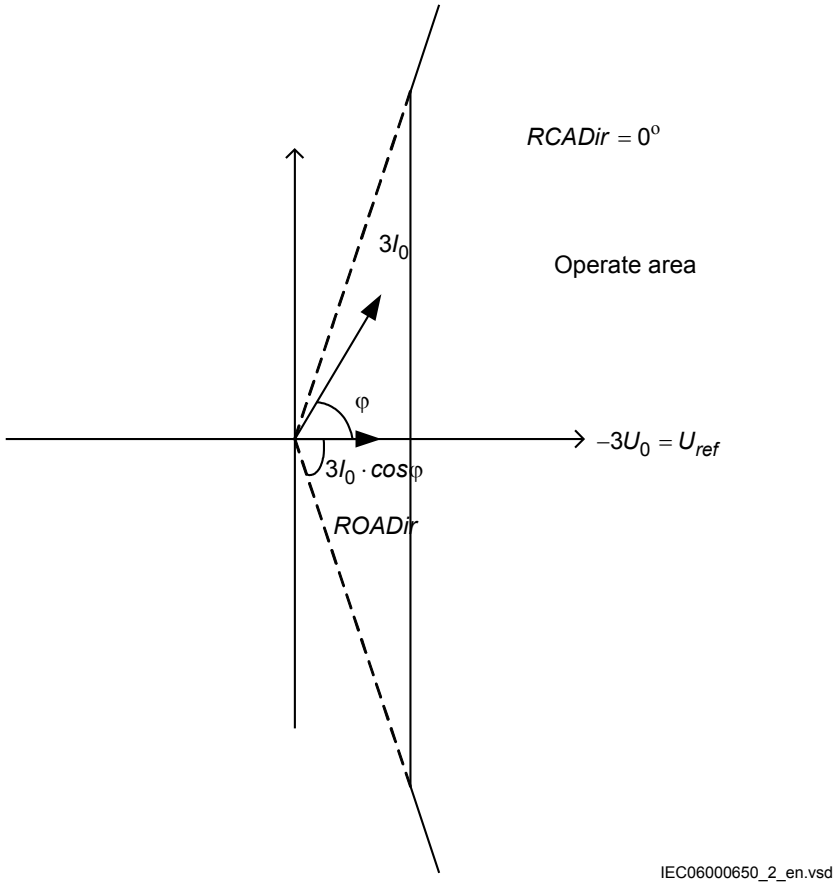
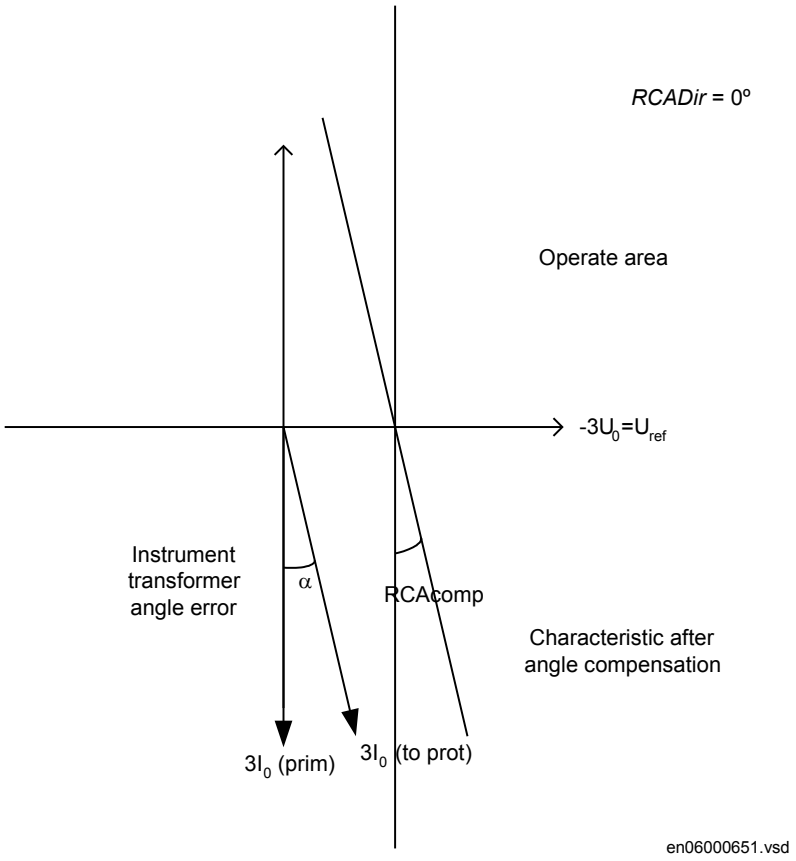

Figure 53: Characteristic with ROADir restriction
Figure 54: Explanation of RCAcomp
Take the set characteristic into consideration, see figure 53 and figure 54.
4. Compare the result with the set value. Take the set characteristic into consideration, see figure 53 and figure 54.